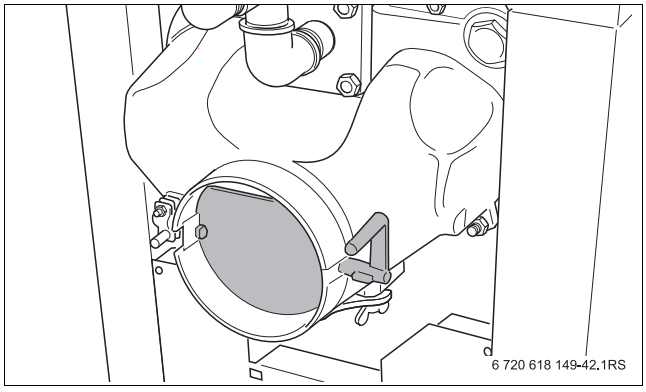

Fig. 12 Cerrar la compuerta de gases de escape
- Para evitar la pérdida de calor en la chimenea, cerrar lo más posible la compuerta de gases de escape dependiendo de la fuerza de tiro (→ fig. 12).